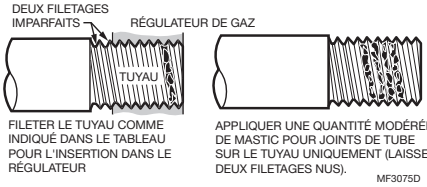

Fig. 1. Utiliser une quantité modérée de mastic pour joints de tube.
2. Appliquer sur l'adaptateur une quantité modérée de mastic pour joints de tube de bonne qualité, en laissant deux filetages nus à l'extrémité. Voir la Fig. 1. Sur les installations au GPL, utiliser un mastic résistant au GPL. NE PAS utiliser de ruban Téflon.
4. Appliquer sur le tuyau ou le coupleur uniquement une quantité modérée de mastic pour joints de tube de bonne qualité (NE PAS utiliser de ruban Téflon), en laissant deux filetages nus à l'extrémité. Sur les installations au GPL, utiliser un mastic résistant au GPL. Voir la Fig. 1.